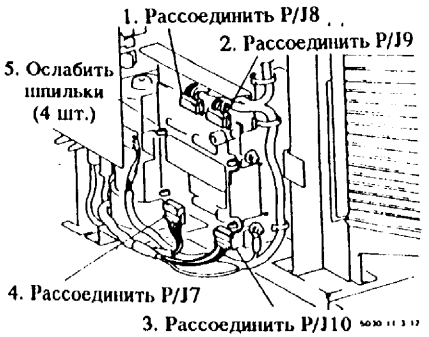

Рис. 3. Ослабление шпилек
6. (Рис. 3): Ослабить шпильки (4 шт.)